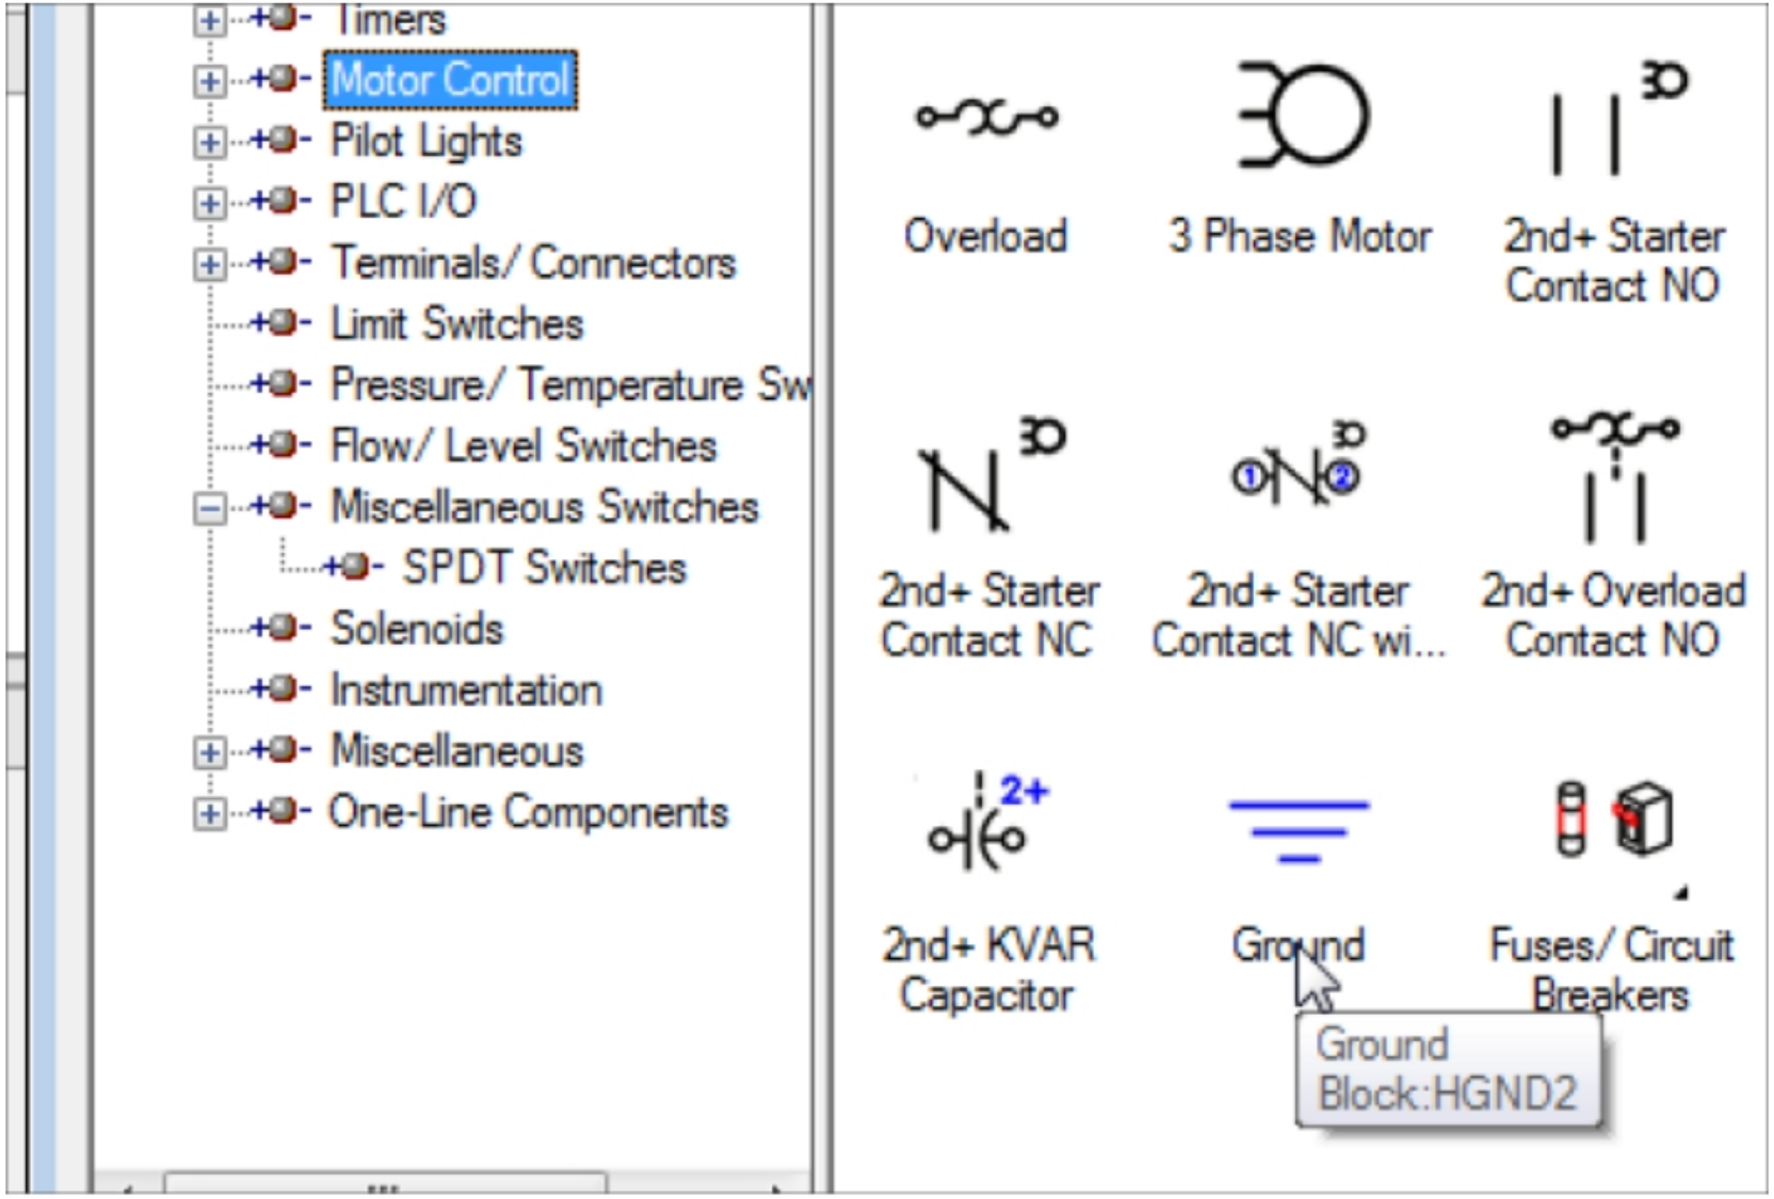

Figure-74. Ground symbol
- Select the **Motor Control** category from the **Menu** area and click on the **Ground** symbol from the right area of the dialog box; refer to Figure-74. You are prompted to specify the location of the ground symbol.